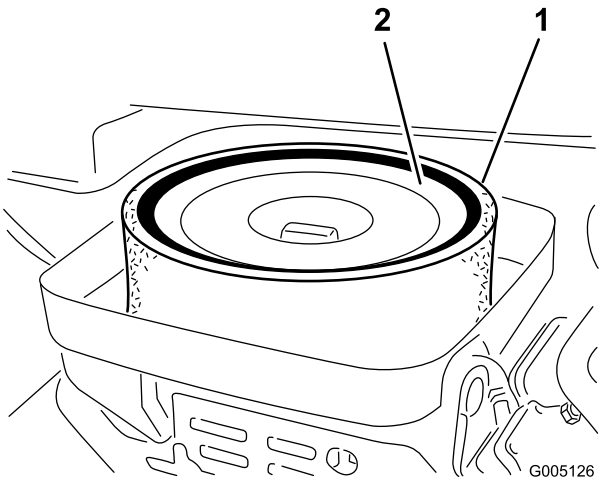

Figura 45
3. Si el elemento de gomaespuma está sucio, sepárelo del filtro de papel (Figura 45). Límpielo a fondo, de la manera siguiente: